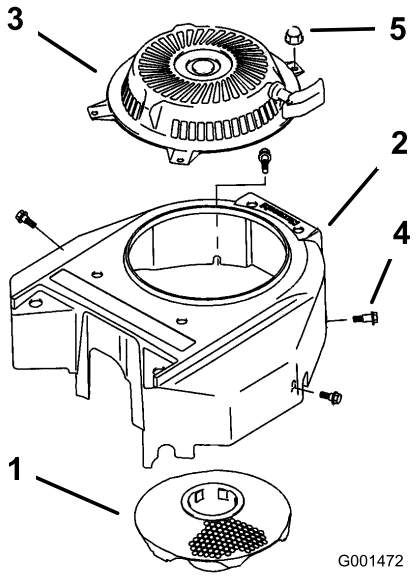

Figura 38
3. Retire la rejilla de entrada de aire, el arrancador de retroceso y la carcasa del ventilador (Figura 38).
5. Instale la rejilla de entrada de aire, el arrancador de retroceso y la carcasa del ventilador (Figura 38).